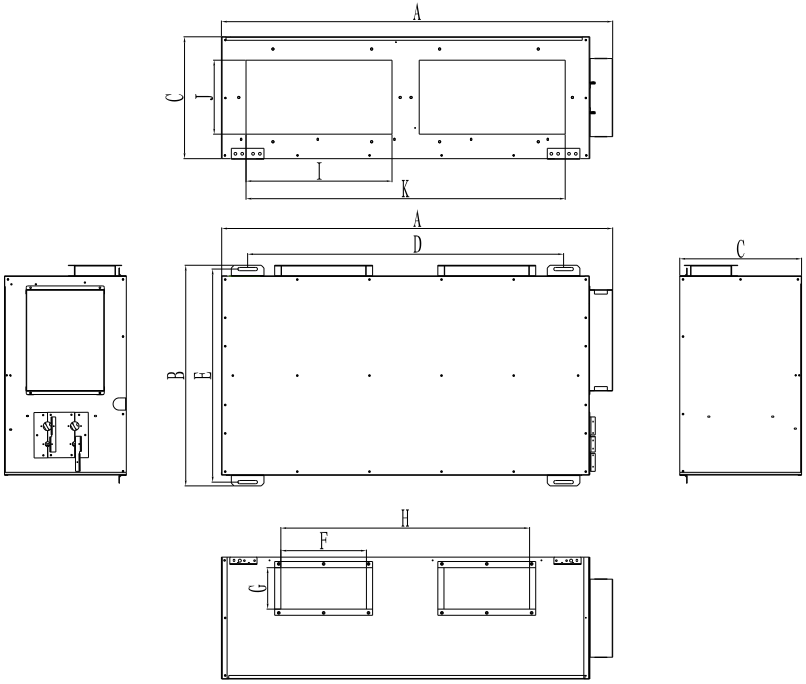
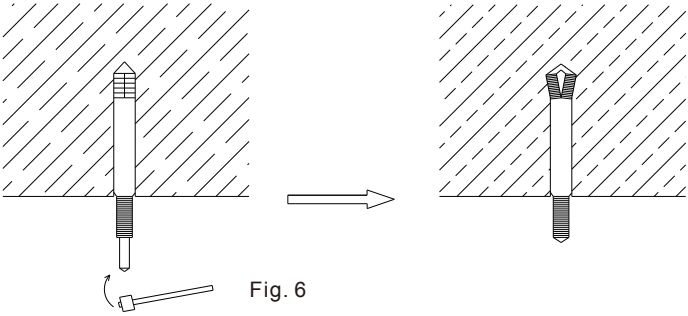

Fig. 4
Fig. 6
- Hay espacio suficiente para el mantenimiento e instalación, como se detalla en la Fig 4.
- Inserte tornillos de expansión M10 en los agujeros de montaje y, a continuación, introduzca clavos de acero en los pernos, vea la Fig 6.En cuanto a la distancia entre agujeros, por favor consulte la Fig 4.